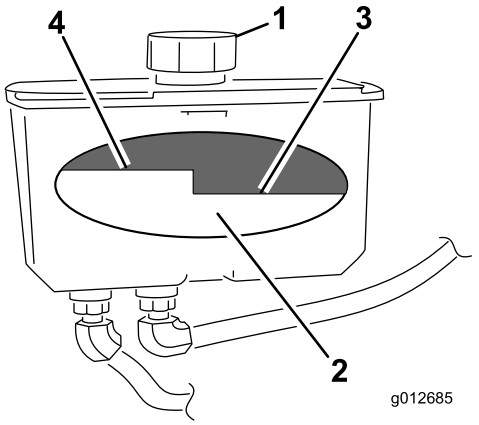

Bild 72
4. Reinigen Sie den Bereich um den Einfüllstutzen und den Deckel des Hydraulikbehälters (Bild 72).
5. Nehmen Sie den Deckel vom Einfüllstutzen ab. Schauen Sie in den Stutzen, um den Flüssigkeitsstand zu prüfen. (Bild 72).
Hinweis: Der Füllstand sollte bei heißem Öl die Oberkante der heißen Einfüllmarkierung der Zwischenplatte erreichen (Bild 72).